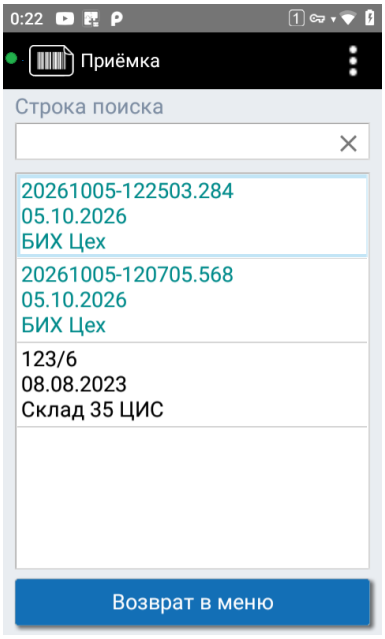
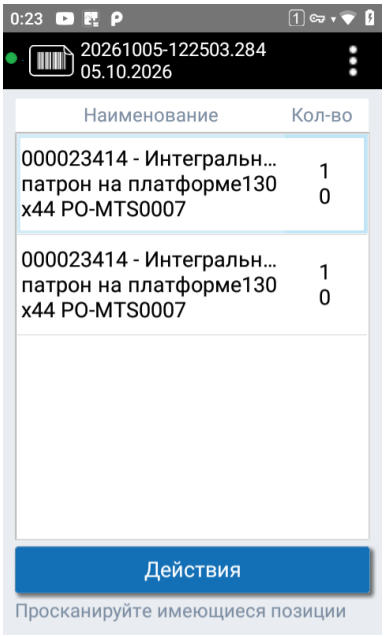

Рисунок 82. Документы встречной приёмки
Рисунок 83. Встречная приёмка
1. Нажмите «Возврат» и выберите склад. Откроется список документов на приёмку (см. Рисунок 82). Выберите документ (см. Рисунок 83).